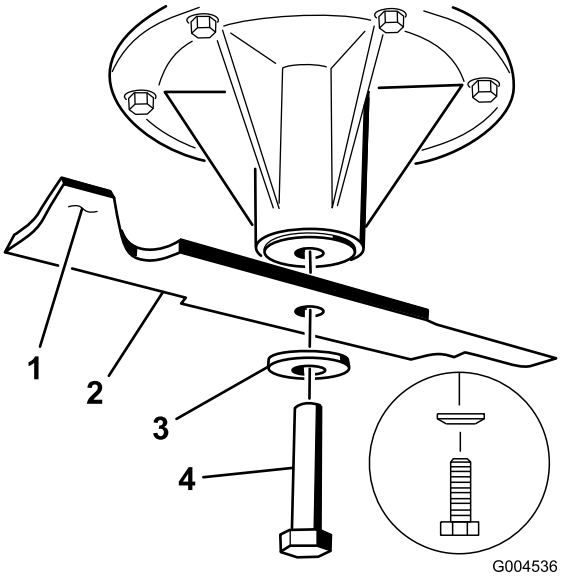

Figur 96
2. Fjern skæreknivsbolten, den buede skive og skærekniven fra spindelakslen (Figur 96).